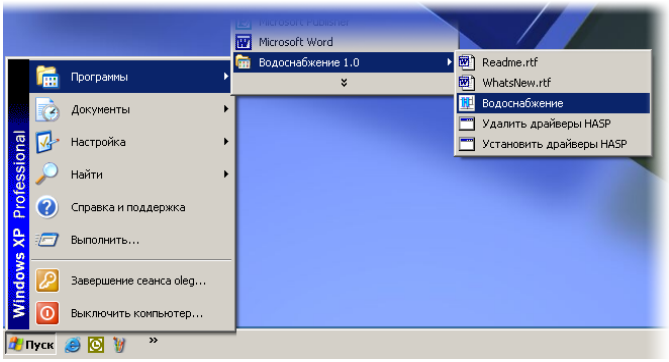

Рис. 1.3. Программная группа "Водоснабжение"
- на панели задач *Windows* нажмите кнопку Пуск, затем выберите Программы ⇒ Водоснабжение 1.0 ⇒ Водоснабжение (рис. 1.3);